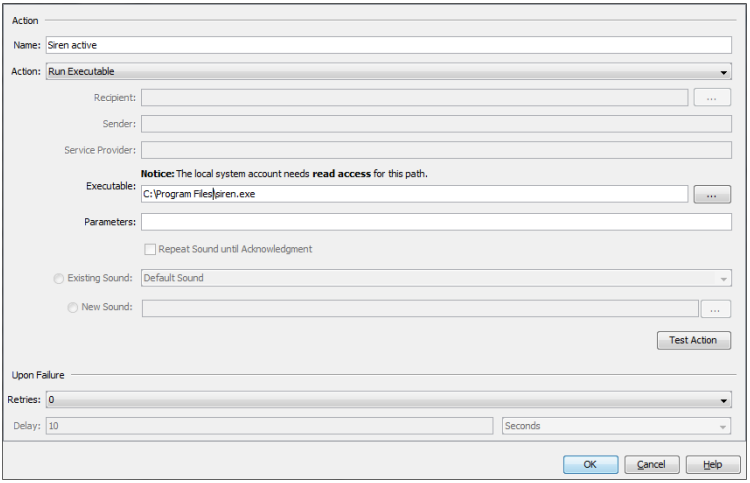

图 79: 配置 C > 选项 P > 基础 > 事件动作 > 操作，用于用户程序 “ siren.exe ” 的 “ Execute program ” （执行程序）操作的示例
▶ 执行程序（参见 “ 在 Windows 系统下安装 ” 中的注释）。在下图 （参阅图 79）中，您将看到诸如 “ siren.exe ” 等用户程序。